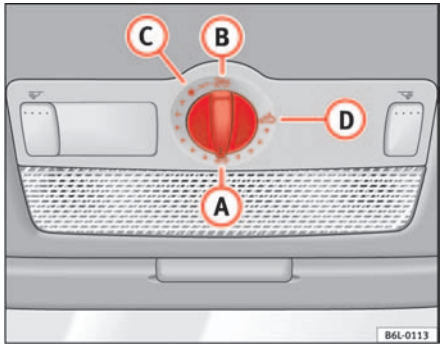

Fig. 52 Detail of the sunroof: rotary button for sliding/tilting sunroof
– Turn the rotary button to position (A) ⇒ fig. 52 ⇒ ⚠.